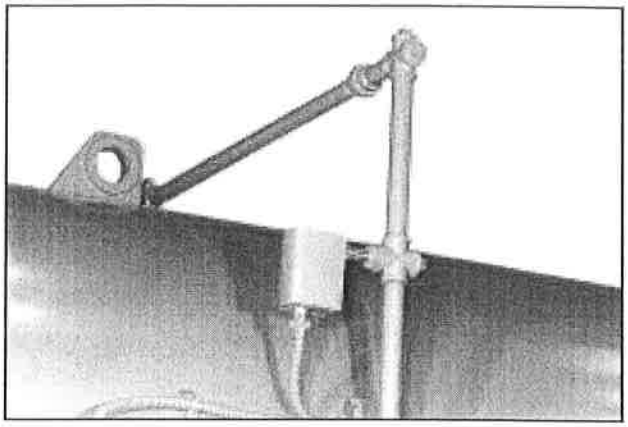

Figure: 1-13 Low Water Cutoff (LWCO Hot Water)
5. Low-Water Cutoff (Figure 1-13): Breaks the circuit to stop burner operation if the water level in the boiler drops below safe operating point, activating low-water light and optional alarm bell if burner is so equipped.